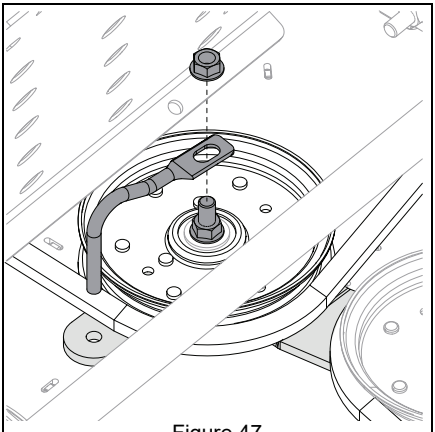

Figure 47
6. Remove belt retainer from idler arm. See Figure 47.
3. Reinstall belt retainer to idler arm. See Figure 47.